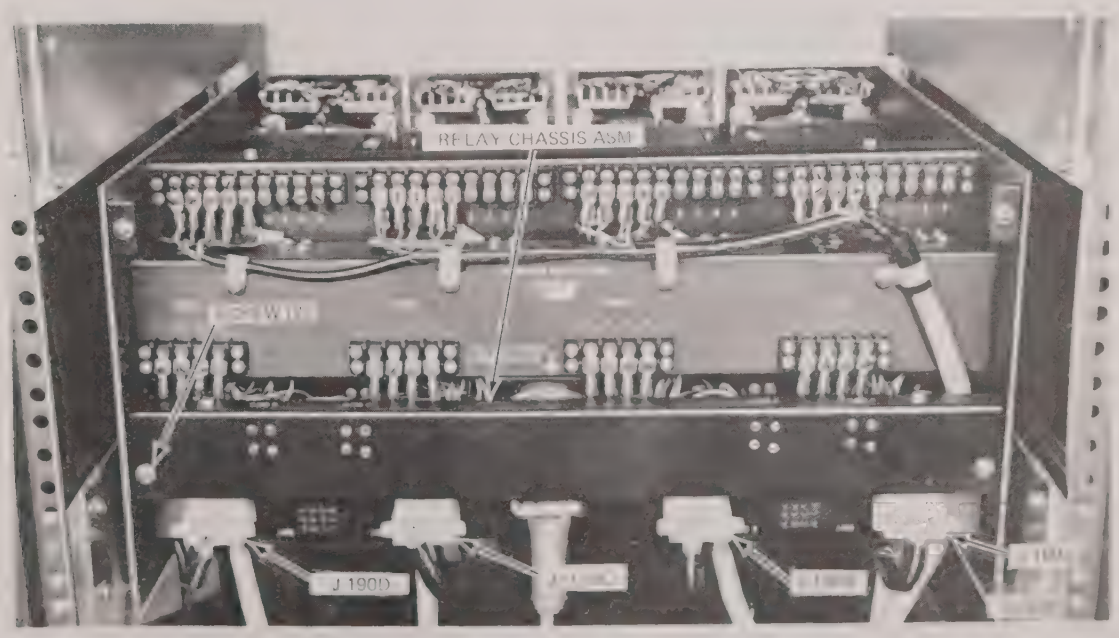

FIGURE 6-28 RELAY CHASSIS ASSEMBLY
6. Disconnect four plugs from connectors J-190A thru J-190D on relay chassis assembly at rear of drive frame (Fig. 6-28).
7. Remove two screws and lift out relay chassis assembly (Fig. 6-28) to gain access to amplifier harness connectors.